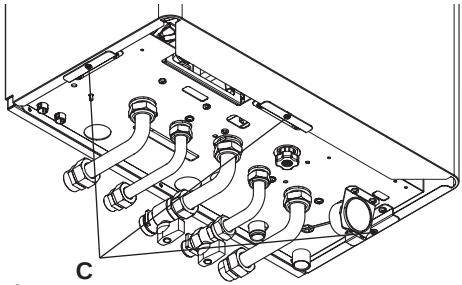

Figura 9.4
- Togliere le viti **C** (Figura 9.4).